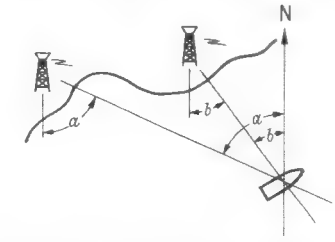
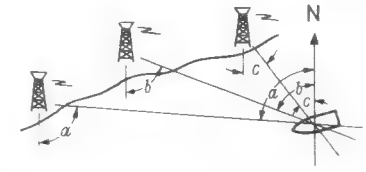
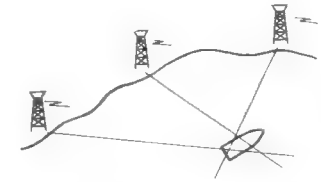

Bild 3. Kreuzpeilung mit zwei Funkstationen
Bild 4. Kreuzpeilung mit drei Funkstationen
Bild 5. Drei Funkstandlinien ergeben in der Regel ein Dreieck, in dessen Mittelpunkt sich das Fahrzeug befindet
5. Die Peilantenne zeigt stets zweimal Null an, jeweils um 180° versetzt. Welches nun die richtige Seite ist, muß vielleicht mit Hilfe des Bordkompasses ermittelt werden; in der Regel aber wird der Schiffsführer die Generalrichtung des angepeilten Senders wissen, anderenfalls wird in bekannter Weise der Winkelgrad in Beziehung zur Nordrichtung (Kompaß) gebracht. Zwei unter einem ausreichend großen Winkel angepeilte Stationen ergeben zwei Funkstandlinien, deren Schnittpunkt den Standort des Fahrzeuges markiert *(Bild 3)*. Hat man drei Stationen zur Verfügung *(Bild 4)*, so befindet sich das Fahrzeug im Mittelpunkt des Dreiecks, gebildet aus den drei Funkstandlinien *(Bild 5)*.